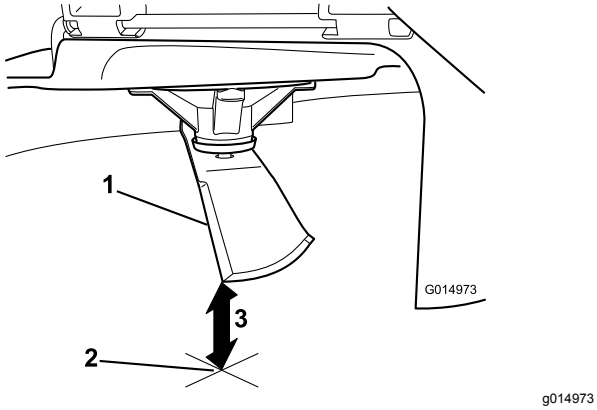

Figure 48
5. Mesurez la distance entre la pointe de la lame et la surface plane (Figure 48.
4. Retirez la goupille fendue de la tige de support avant et déposez la tige du support de tablier (Figure 48). Abaissez doucement l'avant du tablier de coupe au sol.